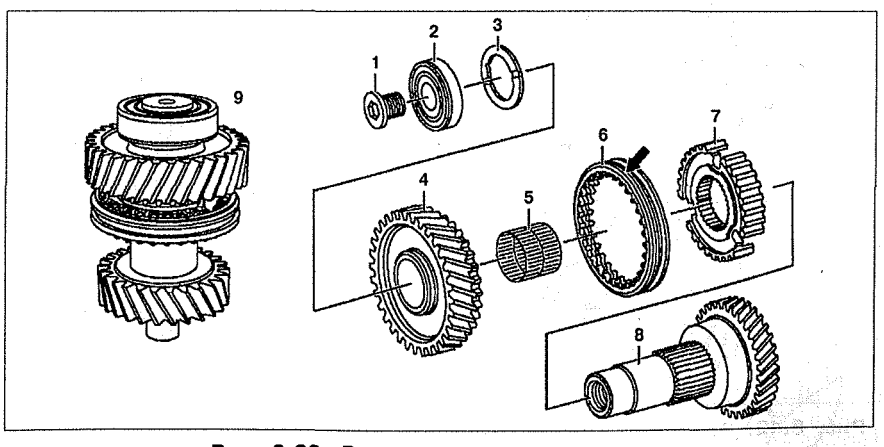
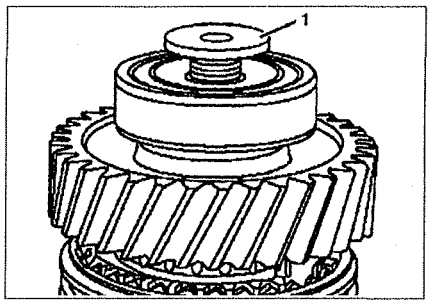
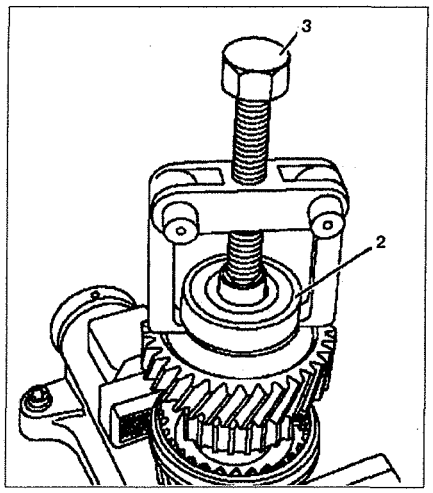

Рис. 6.39. Вал передачи заднего хода (автомобили с двигателями 611.980):
Рис. 6.40. Снятие роликового подшипника (автомобили с двигателями 611.980):
Рис. 6.41. Снятие роликового подшипника (автомобили с двигателями 611.980):
8. Снимите роликовый подшипник **2** с вала **8** (см.рис.6.39). Открутите болт **1** (см.рис.6.40). Снимите роликовый подшипник **2** с вала, используя съемник **3** (см.рис.6.41).